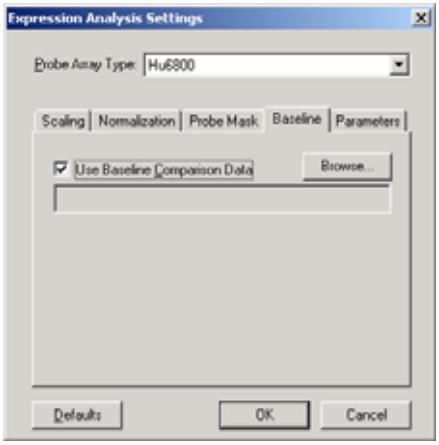

Figure 10.7
1. Open the Expression Analysis Settings dialog box **(Figure 10.7)** (click **Expression** in the Settings shortcut bar).